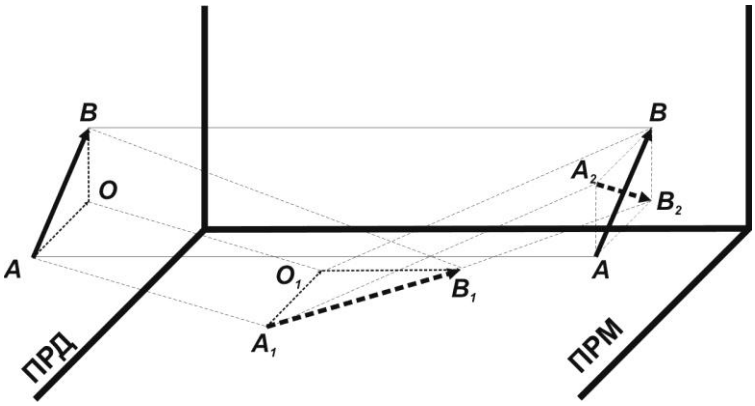

Рис. 6.1
6.1.1 Принцип работы извещателя запатентован («Радиоволновой способ обнаружения объектов», Патент РФ №2348980) и основан на обнаружении нарушителя по вызываемому им изменению параметров соответствующим образом поляризованного электромагнитного поля. Плоско поляризованное электромагнитное поле (ЧЗ) формируется между БПРД и БПРМ в виде вытянутого эллипсоида вращения, причем вектор поляризации **АВ** (см. рис. 6.1) формируется под углом ≈45° по отношению к прилегающим поверхностям (земле, заграждению и т. п.). Отраженные от поверхностей волны (вектор $\mathbf{A_2B_2}$) попадают на антенну **ПРМ** под углом ≈ 90° по отношению к ее собственному вектору поляризации **АВ**. В результате вклад отраженного сигнала в суммарный сигнал на выходе приемной антенны **ПРМ** ничтожно мал. При пересечении ЗО нарушителем происходит изменение параметров поля. Причем отраженные от прилегающих поверхностей волны, вторично отражаясь от нарушителя, попадают на приемную антенну **ПРМ** под углом ≈ 0° по отношению к ее собственному вектору поляризации **АВ**. В результате вклад вторично отраженного сигнала в суммарный сигнал на выходе приемной антенны **ПРМ** значителен. Ввиду того, что сигнал, излученный БПРД и отраженный от заграждения или нарушителя невидим для БПРМ, ЗО формируется другим образом. Для того чтобы «стать видимым», сигнал от БПРД должен отразиться от объектов четное число раз. Чем ближе ось ЧЗ (линия межу центрами БПРД и БПРМ) к отражающей поверхности, например к заграждению или стене, или предмету, тем «сильней» отраженный сигнал, тем шире будет ЗО. К тому же, отражающая поверхность не идеально гладкая, что приводит к некоторому угловому рассеянию, ЗО как бы выравнивается в сечении, «отходя» по форме от эллипсоида вращения и приближаясь к овалу с расходящимися по мере приближения к заграждению центрами (скругленному параллелепипеду).